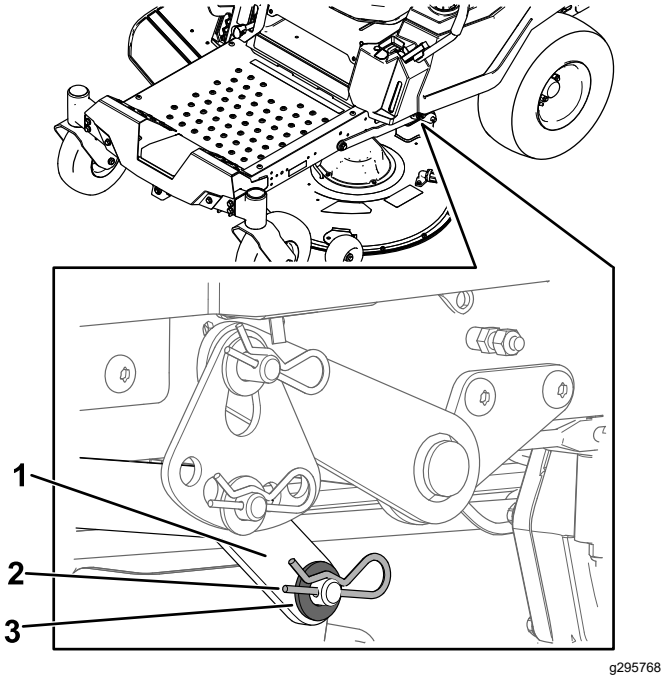

Figur 77
7. Tag spændeskiven og låseclipsen ud af skjoldlåsestiften på den ene side af maskinen (Figur 77).
8. Fjern løftearmen fra skjoldets låsestifter (Figur 77).
5. Løft bagenden af plæneklipperen, og monter løftearmen på skjoldets låsestift på den ene side af maskinen (Figur 77).
6. Sæt løftearmen på igen med spændeskiven og låseclipsen (Figur 77).